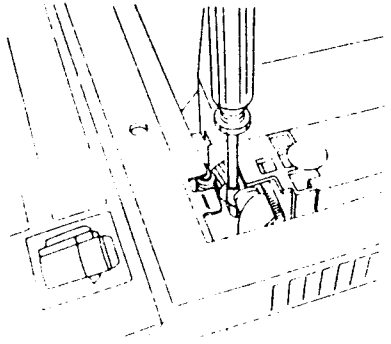

Рис. 3 NZM-0091
11. (Рис. 3): Чтобы зафиксировать каретку зеркала в положении масштаба 100% введите отвертку Phillips через синхронизирующее отверстие червячного колеса в синхронизирующее отверстие в каркасе аппарата (отвертка должна войти в это отверстие).